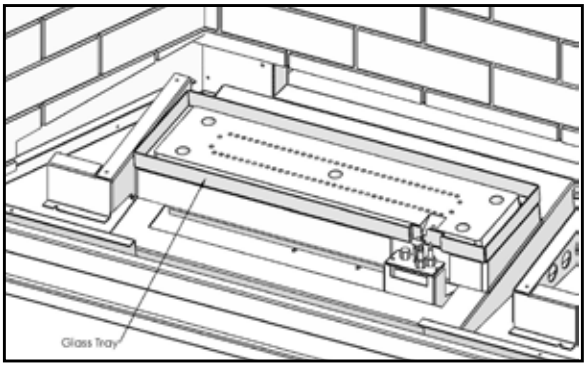

Figure 36: Glass Tray over Burner
3. Place the glass tray over top of the burner top as shown in Figure 36. It simply rests over the top section of the burner.